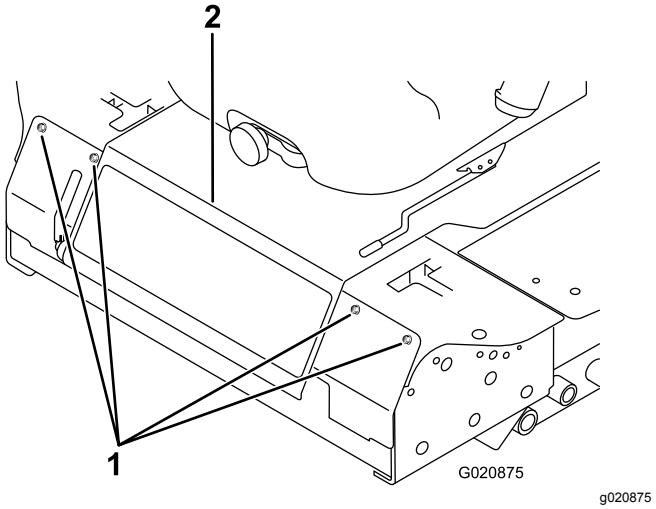

**Rysunek 44**
2. Usuń śruby mocujące panel przedni i zdejmij go (Rysunek 44).